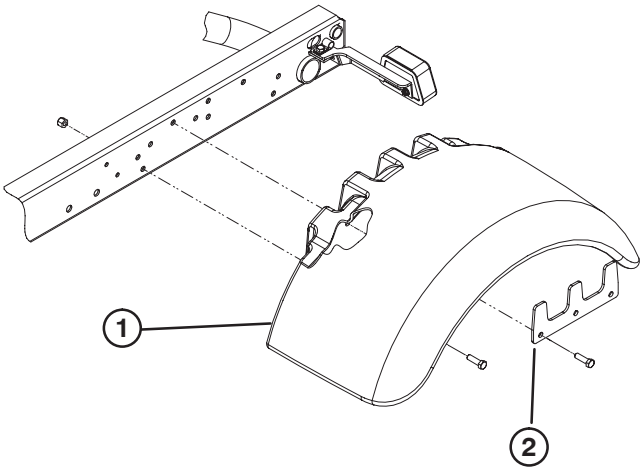

Figura 2
4. Fije provisionalmente un guardabarros a cada lado del bastidor con una placa de apoyo, 5 tornillos de caperuza de 3/8 x 1–1/4 pulgadas y una contratuerca, según muestra la Figura 2.